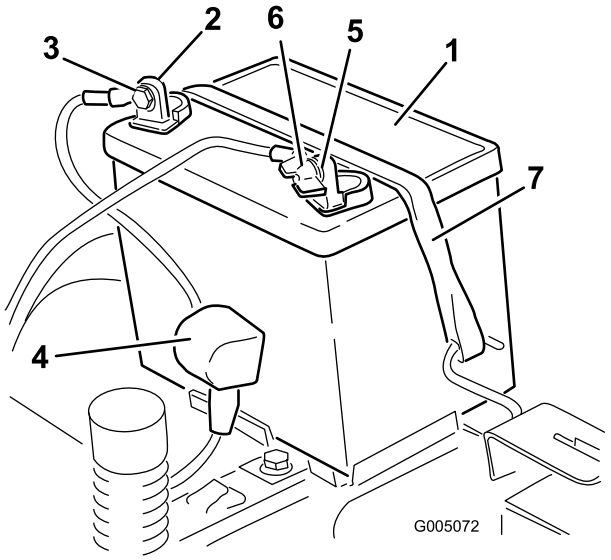

Figuur 46
4. Maak de minkabel (zwart) los van de accupool (Figuur 46). Bewaar alle bevestigingen.
5. Maak de minkabel (zwart) los van de accupool. Schuif het rubberen kapje van de pluskabel (rood) terug over de kabel. Maak de pluskabel (rood) los van de accupool (Figuur 46). Bewaar alle bevestigingen.
6. Verwijder de bevestigingsband van de accu (Figuur 46) en til de accu uit de accubak.
1. Plaats de accu in de bak (Figuur 46).
5. Zet de accu vast met de bevestigingsband (Figuur 46).